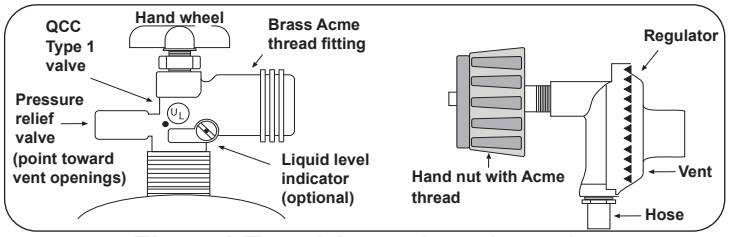

Fig. 7-1 Type I Acme thread coupler
e. The pressure regulator and hose assembly (Fig. 7-1) *supplied* with this outdoor gas appliance (L.P. models only) must be used. Original and replacement pressure regulator and hose assemblies must be those specified by the manufacturer for connection with a cylinder connecting device identified as Type I by the *ANSI Z 21.58/CGA 1.6* (see PARTS LIST for ordering information).
To disconnect: Turn the hand nut counterclockwise until detached (Fig. 7-1).